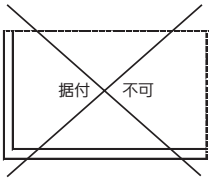

図3
①有効吸込面積[St]が必要吸込面積[Sr]より大きい。
②隣り合う2面の面積（S12、S23、S34、S41）の内で、最小の値が[Sr]の25%以上あること。（図3、4参照）